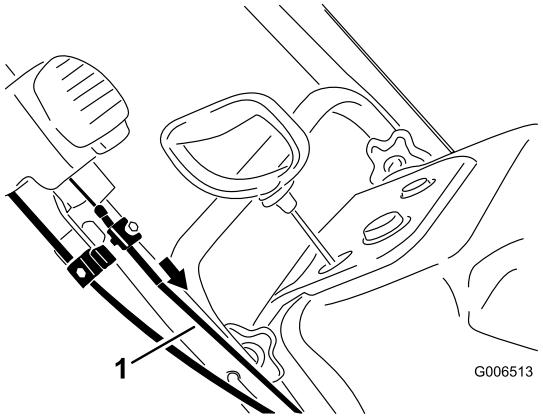

Figur 42
5. Trekk det øvre kabelhuset fremover til du fjerner slakken i kabelen, og fest skruen på den øvre kabelklemmen godt (Figur 42).